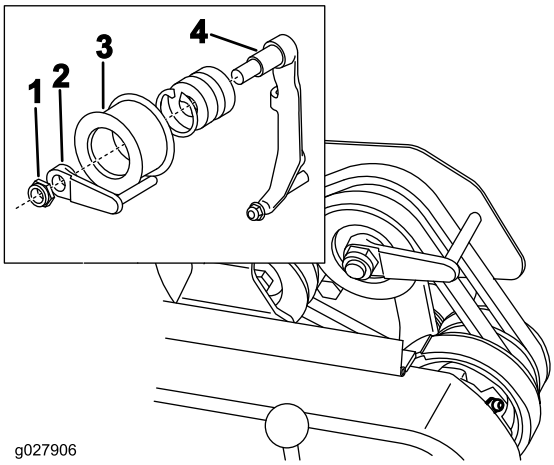

Rysunek 41
8. Aby móc łatwiej popchnąć lub pociągnąć urządzenie bez uruchamiania silnika, wyreguluj prowadnicę paska (Rysunek 41, odsadzenie) w sposób następujący: